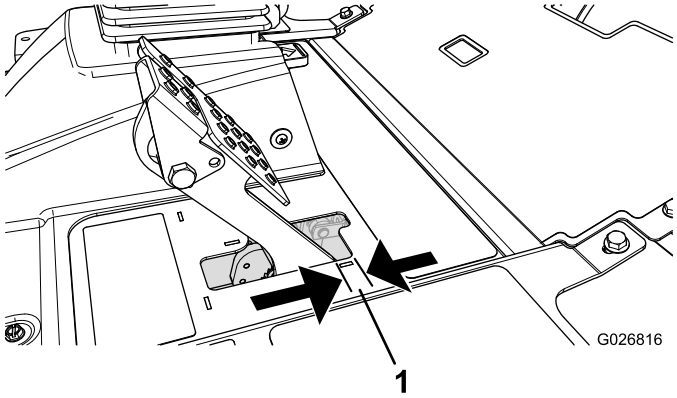

Figur 63
Justera bromsarna om bromspedalen har mer än 2,5 cm fritt spel (Figur 63) eller om större fasthållningskraft krävs. Det fria spelet är det avstånd bromspedalen förflyttar sig innan bromsmotståndet känns av.
2. Dra åt den bakre muttern så att kabeln förs bakåt tills bromspedalerna har ett spel (Figur 63) på 0,63–1,27 cm innan hjulen låses.